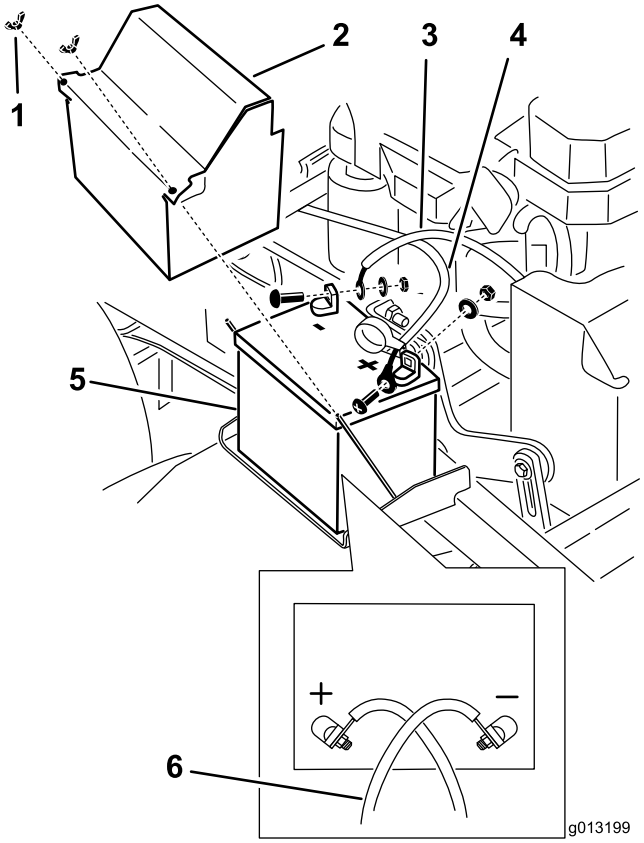

Figuur 53
3. Maak de minkabel los van de minpool (–) van de accu (Figuur 53).
4. Schuif het rode stofkapje voor de accupool van de pluspool (rood) van de accu. Verwijder vervolgens de pluskabel (rood) van de accu (Figuur 53).
5. Verwijder de accuhouder (Figuur 53) en verwijder de accu.
1. Plaats de accu op de juiste plaats in de machine (Figuur 53).
3. Bevestig de pluskabel (rood) aan de pluspool (+) van de accu met een moer, ring en bout (Figuur 53). Schuif het rubberen kapje over de accupool heen.
4. Bevestig vervolgens de minkabel en de aardingskabel aan de minpool (–) van de accu met een moer, ring en bout (Figuur 53).
Opmerking: De accukabels kruisen elkaar als deze niet op de juiste wijze zijn aangesloten (Figuur 53).